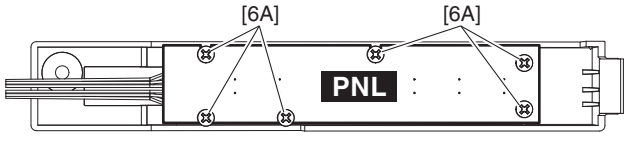

Fig. 7（図7）
11-6 Remove the six (6) screws marked [6A]. The PNL circuit board can then be removed. (Fig. 7)
11-6 [6A] のネジ 6 本を外して、PNL シートを外します。(図 7)